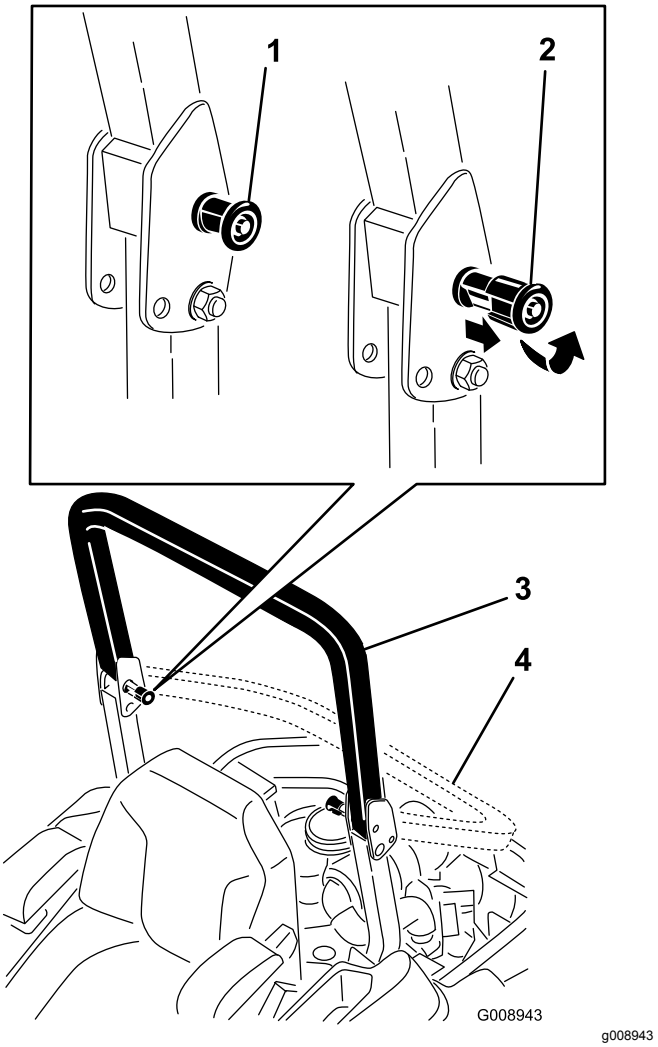

**Figur 8**
2. Dra ut båda rattarna och vrid dem 90° så att de kopplas ur (Figur 8).
3. Sänk ned störtbågen till nedfällt läge (Figur 8).
4. Fäll upp störtbågen genom att placera den i körläget och rotera rattarna så att de delvis glider in i skårorna (Figur 8).
5. Fäll upp störtbågen till det uppfällda läget samtidigt som du trycker på den övre störtbågen. Sprintarna snäpper på plats när de ligger i linje med hålen (Figur 8).